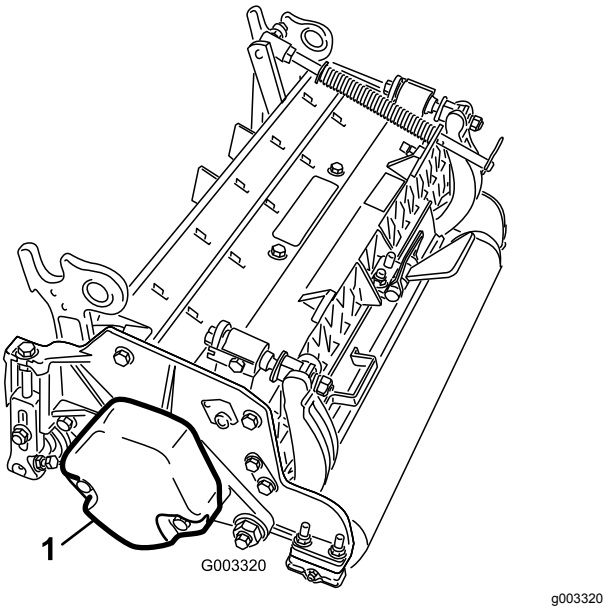

Figur 4
4. Kontroller at motvekten (Figur 4) er installert i den korrekte enden av klippeenheten som beskrevet i *brukerhåndboken* for klippeenheten.